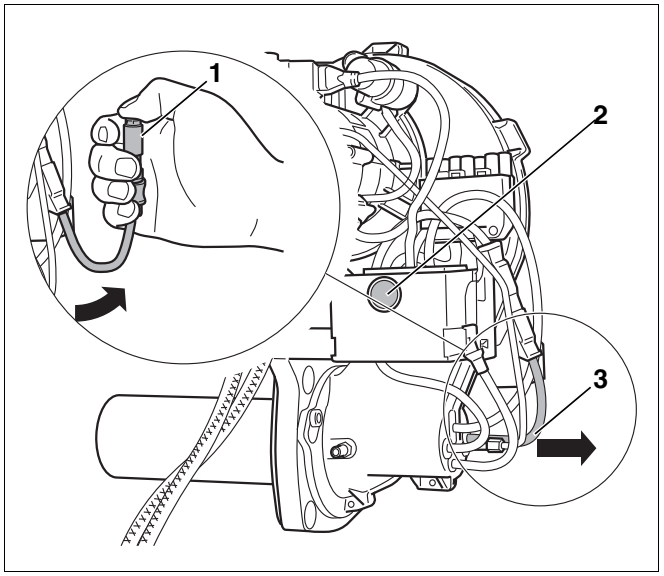

*Рис. 20 Проверка работы датчика пламени*
- При работающей горелке вынуть датчик пламени из гнезда, взяв его за предусмотренную для этого ручку (Рис. 20, **поз. 3**).
- Перекрыть датчик пламени (Рис. 20, **поз. 1**). После повторного запуска должно произойти отключение из-за неисправности.
- По истечении времени ожидания, составляющего примерно 30 секунд, нужно разблокировать автомат горения дизельного топлива, нажав кнопку подавления помех (Рис. 20, **поз. 2**).